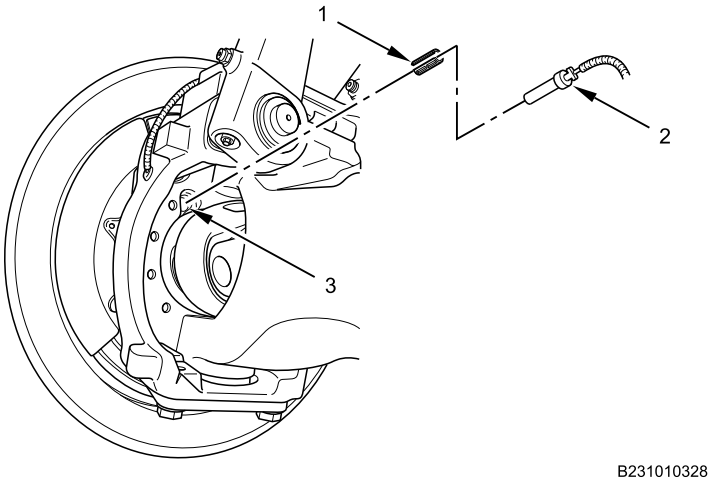

Figure 6. ABS Sensor.
3. Slightly compress new ABS sensor clip (Figure 6, Item 1) to install into steering knuckle cavity (Figure 6, Item 3).
4. Push ABS sensor (Figure 6, Item 2) into ABS sensor clip in steering knuckle cavity until fully seated. Pliers may be used to aid in installation. Sensor will self-adjust with first wheel rotation.